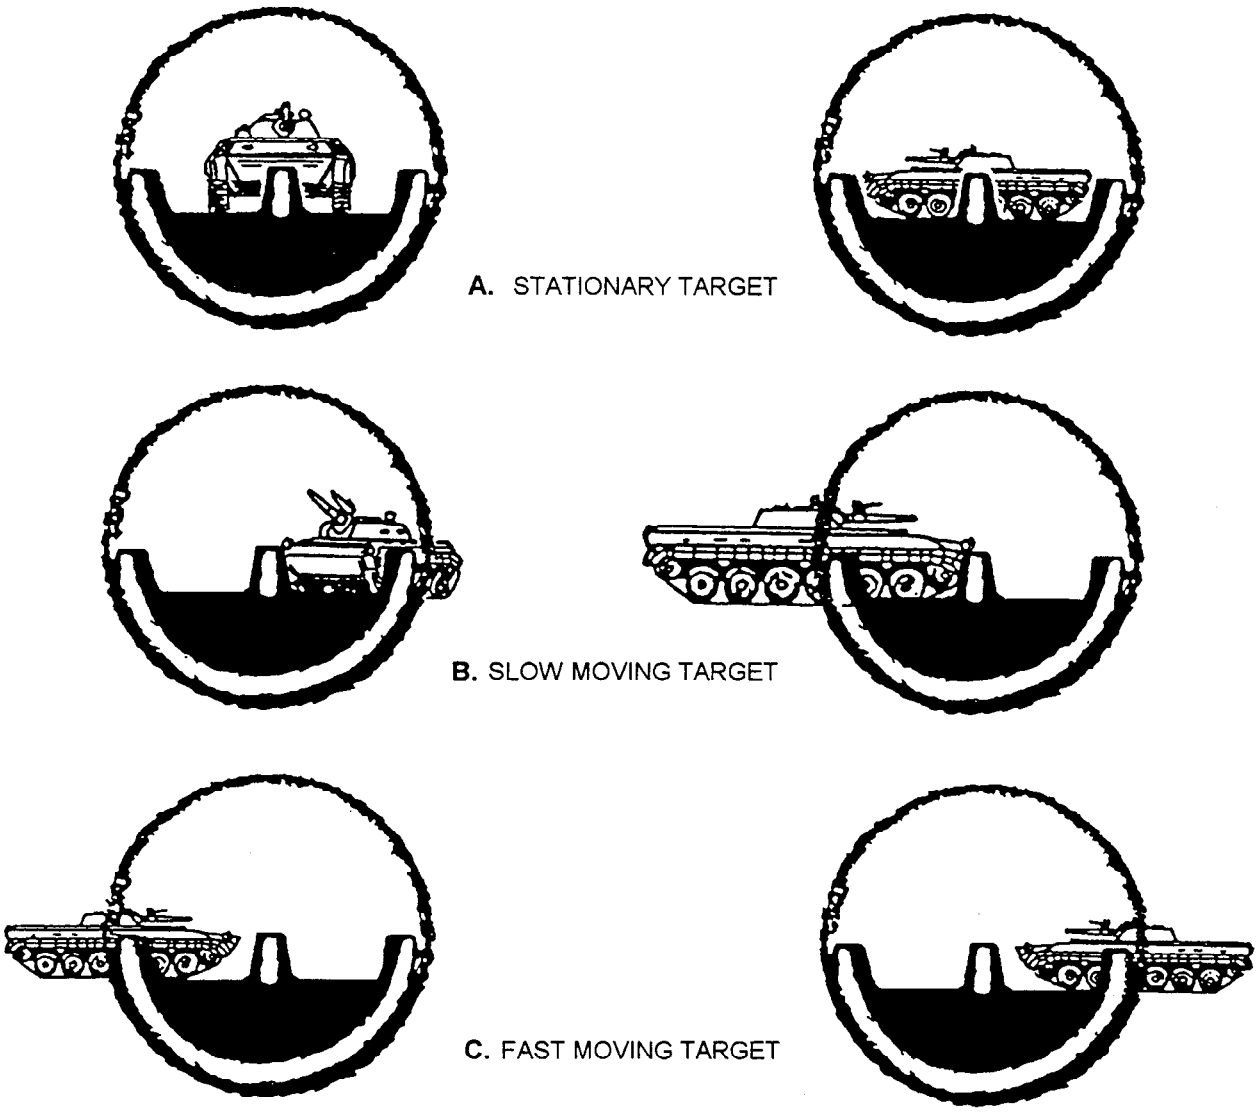

Figure 14-36.—Correct placement of the front sight lead posts.
1. To engage a stationary target. Place the center post at the center mass of the target. Targets moving directly toward or away from the firer are the same as stationary targets (fig. 14-36, view A).
2. To engage a slow moving target. Place the center post on the front leading edge of the vehicle (less than 10 miles per hour). This includes oblique moving targets (fig. 14-36, view B).
3. To engage a fast moving target (more then 10 miles per hour). When the target is moving to the left, place the right lead post at the center of the mass. When the target is moving to the right, place the left lead post at the center of the mass (fig. 14-36, view C).